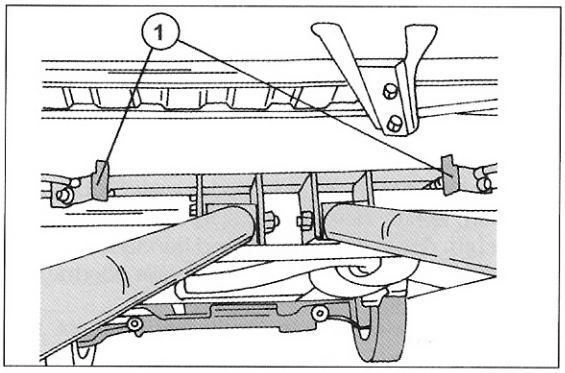

Bild 259
- Auf der rechten und linken Seite die beiden Befestigungshalter (1) in Bild 259 abmontieren.